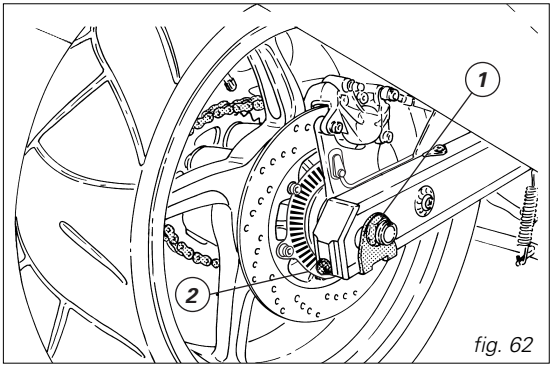

fig. 62
Slacken the nut (1, fig. 62) of the wheel shaft, tighten (turn clockwise) or slacken the screw (2) on either side of the swingarm equally to increase or reduce chain tension. If you are slackening the chain, you will have to push the wheel forward.